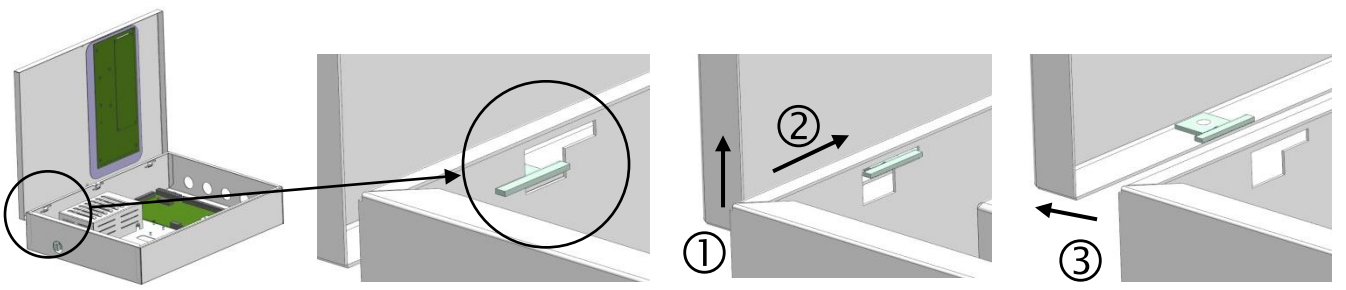

Figure 3
• Remove the front cover as dismount the side hinges (Figure 3).
• Mount the front cover back to the bottom as mount the hinges in the reverse order of that described on Figure 3.